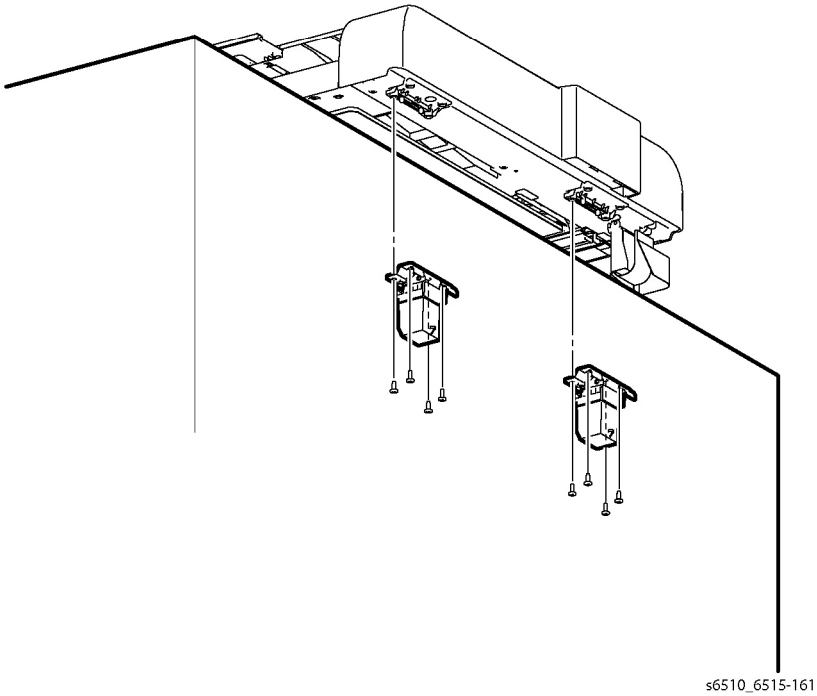

Figure 1 Remove the Hinges
1. Remove the DADF, REP 50.1.1, and refer to Figure 1 to rest the DADF on the work surface as shown.
2. Refer to Figure 1 to remove eight screws (silver, tapping, M3x8) to remove the Left and Right Hinges.